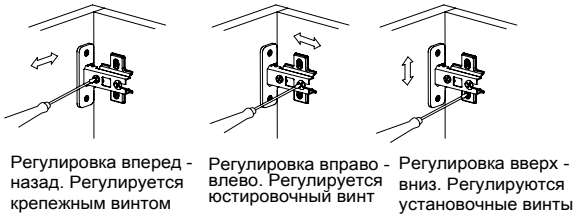

Рис.10
9. Установить дверь, закрепив петли затяжными винтами. Отрегулировать дверь с помощью регулировочных винтов (Рис. 10).